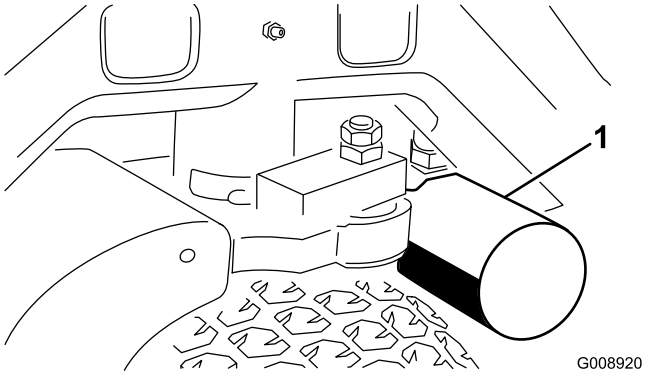
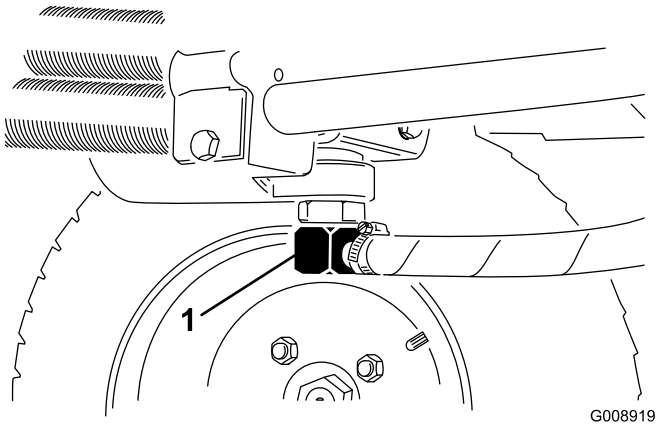

Figuur 58
Figuur 59
3. Reinig de omgeving van de plaats waar het filter wordt gemonteerd. Plaats een opvangbak onder het filter (Figuur 58) en verwijder het filter.
2. Maak de hydraulische leiding (Figuur 59) los of verwijder het hydraulische filter (Figuur 58) en laat de hydraulische vloeistof in een opvangbak lopen. Monteer de hydraulische leiding als er geen hydraulische vloeistof meer naar buiten komt.